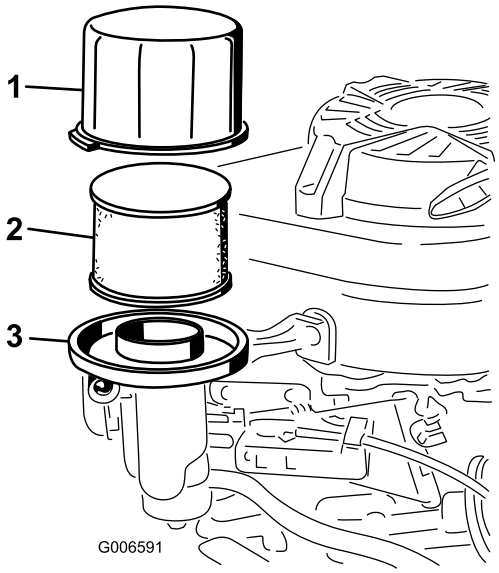

Figur 28
3. Fjern dekselet og rengjør det grundig (Figur 28).
4. Fjern skumforfilteret og papirfilteret (Figur 28).
5. Fjern skumforfilteret fra papirfilteret (Figur 28) og skift ut papirfilteret hvis det er svært skittent.
6. Vipp maskinen, med luftfilteret opp, for å tappe oljen oppi tappefatet (Figur 28).